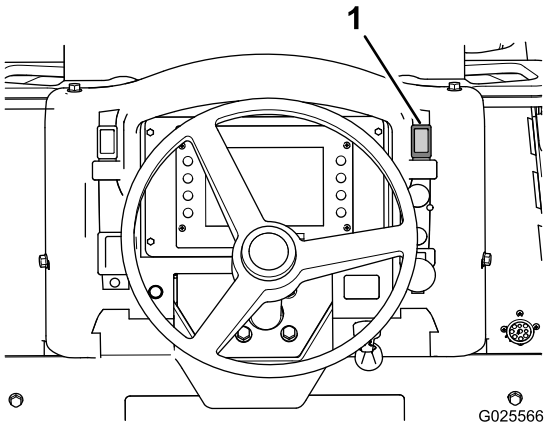

Рисунок 44
1. Нажмите переключатель стояночного тормоза (Рисунок 44) вверх, чтобы включить стояночный тормоз.